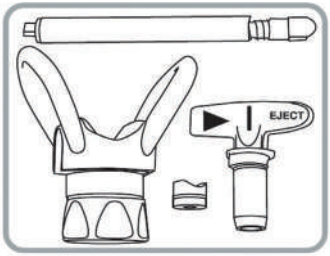

Рис. 47
3. Очистите фильтр вместе со снятыми ранее наконечником и форсункой теплой водой с мылом или промывочной жидкостью с помощью щетки (рис. 47).